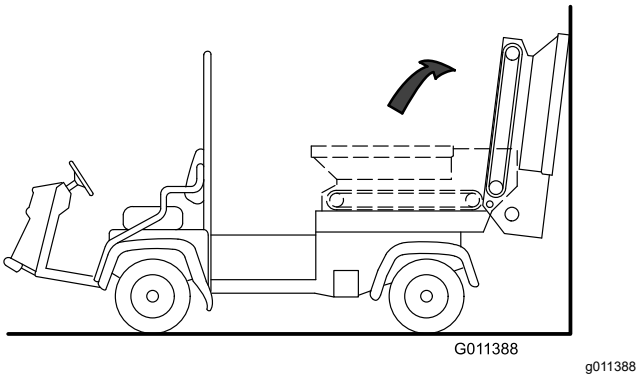

**Figur 32**
3. Sväng tråget bakåt och luta det mot en vägg, stolpe, stege osv. (Figur 32).
**Se till att du svänger tråget förbi mittpunkten och/eller fäster det vid en vägg eller stolpe så att det inte av misstag faller på arbetsytan (Figur 32).**
3. Vrid försiktigt ned tråget på glidflaksskenorna. Se Figur 32 av Demontera glidflaket (sida 22).